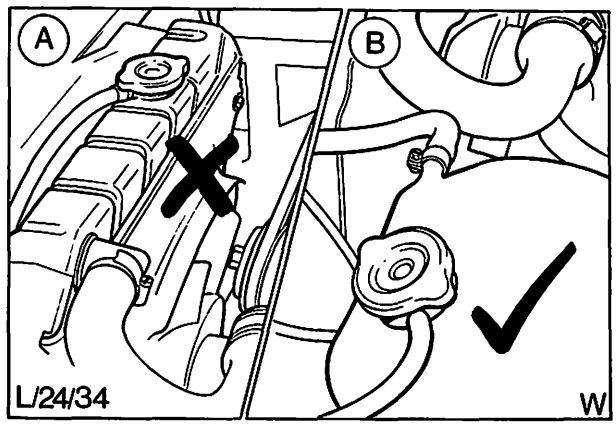

Abb. 63 A = Kühlerverschluß nicht öffnen, solange der Motor warm ist
3. Spritzblech ausbauen. Kühlerverschluß öffnen. Beim Dieselmotor **nicht** den Kühlerverschluß, sondern den Verschluß des Ausgleichbehälters öffnen, Abb. 63.